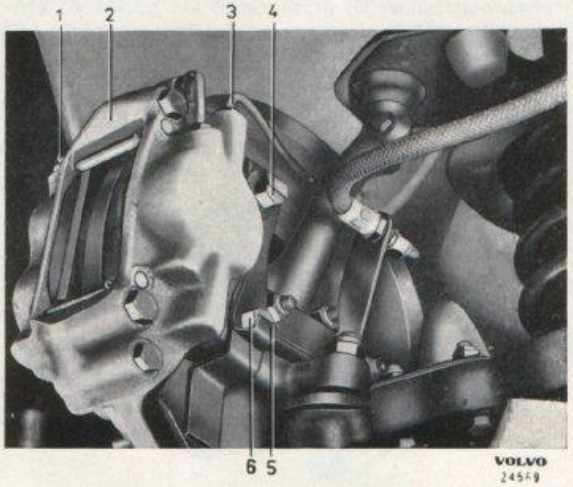
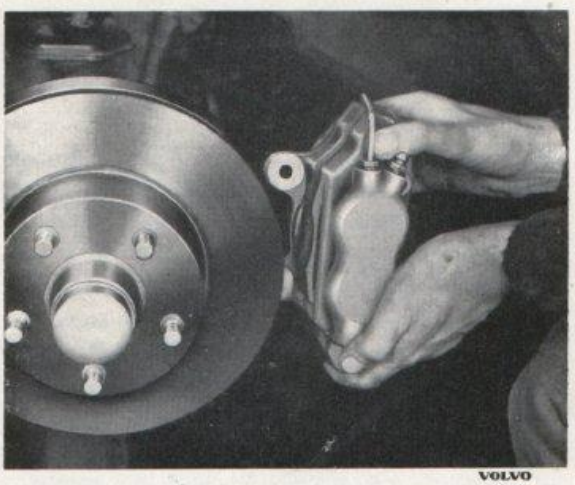

Bild 7-11. Caliper, monterad
Bild 7-12. Demontering av caliper
3. Skruva loss bromsledningen (3, bild 7-11) och plugga anslutningen. Vik upp låsbrickan (5) och skruva ur fästskruvarna (4 och 6). Lyft fram calipern (2) komplett, se bild 7-12.
Kontrollera att anliggningsytorna på caliper och hållare är rena och oskadade eftersom det är av största vikt att calipern får rätt läge i förhållande till bromsskivan. Montera calipern, jämför bild 7-11.